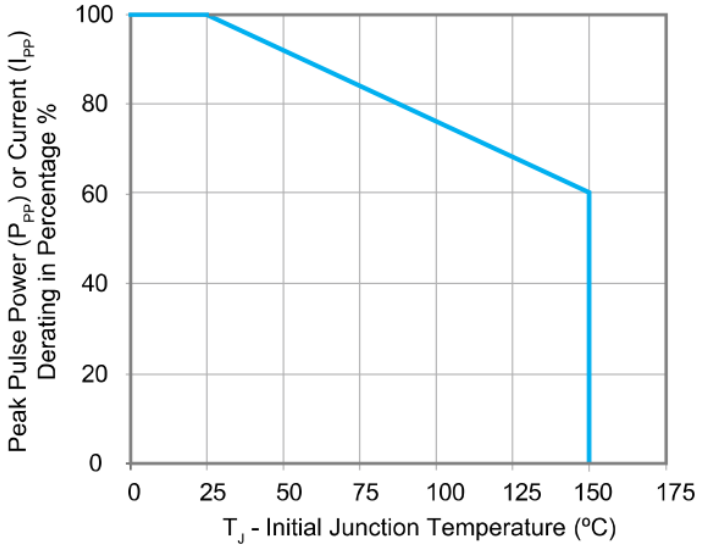
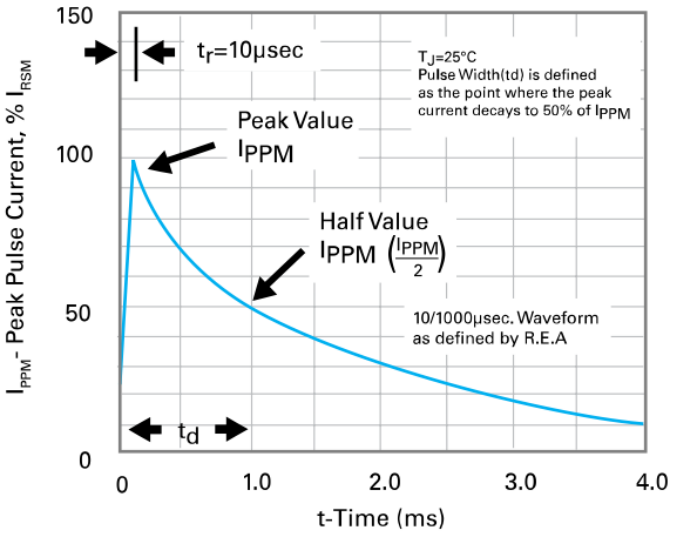

FIGURE 2 Peak Pulse Power Derating Curve
FIGURE 3 Pulse Waveform
1. Non-repetitive current pulse, per Fig. 3 and derated above T_J(initial)=25 °C per Fig. 2.